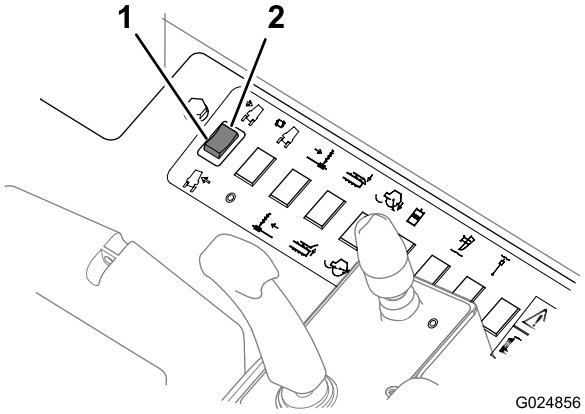

Figura 51
- Empurre a parte superior deste interruptor para baixo (Figura 51) para inclinar a máquina para o lado direito em um terreno inclinado.
- Empurre a parte inferior deste interruptor para baixo (Figura 51) para inclinar a máquina para o lado esquerdo em um terreno inclinado.